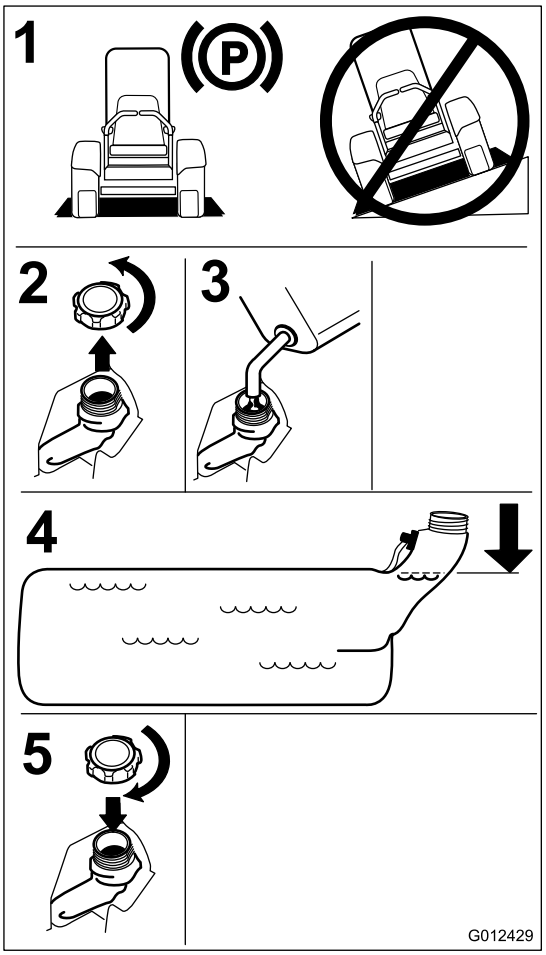

**Figur 7**
4. Fyld brændstoftanken op til bunden af påfyldningsstudsen. Sørg for, at der er tom plads i brændstoftanken, så benzinen har plads til at udvide sig (Figur 7).